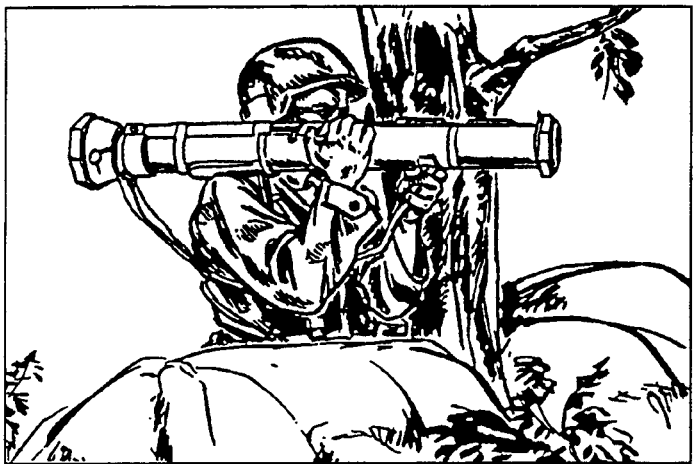

Figure 14-32.—Shoulder the weapon.
• Press the shoulder stop against your shoulder (fig. 14-32). For added stability, grasp the carrying sling near the muzzle with your left hand and pull back on the carrying sling until the shoulder stop is snug against your shoulder.